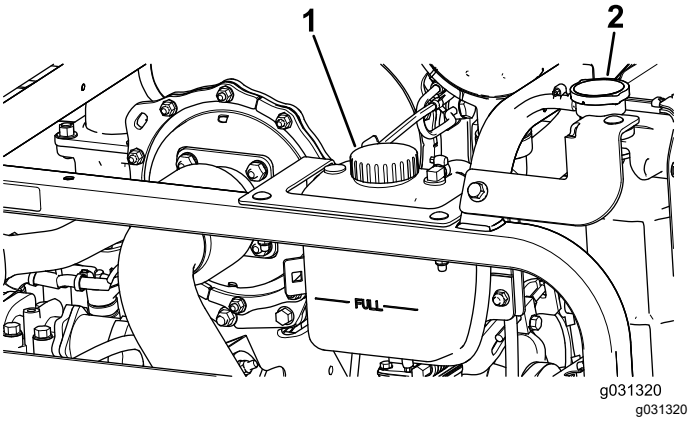

Figuur 116
1. Verwijder voorzichtig de doppen van de radiateur en de expansietank (Figuur 116).
2. Controleer het koelvloeistofpeil in de radiateur (Figuur 116).